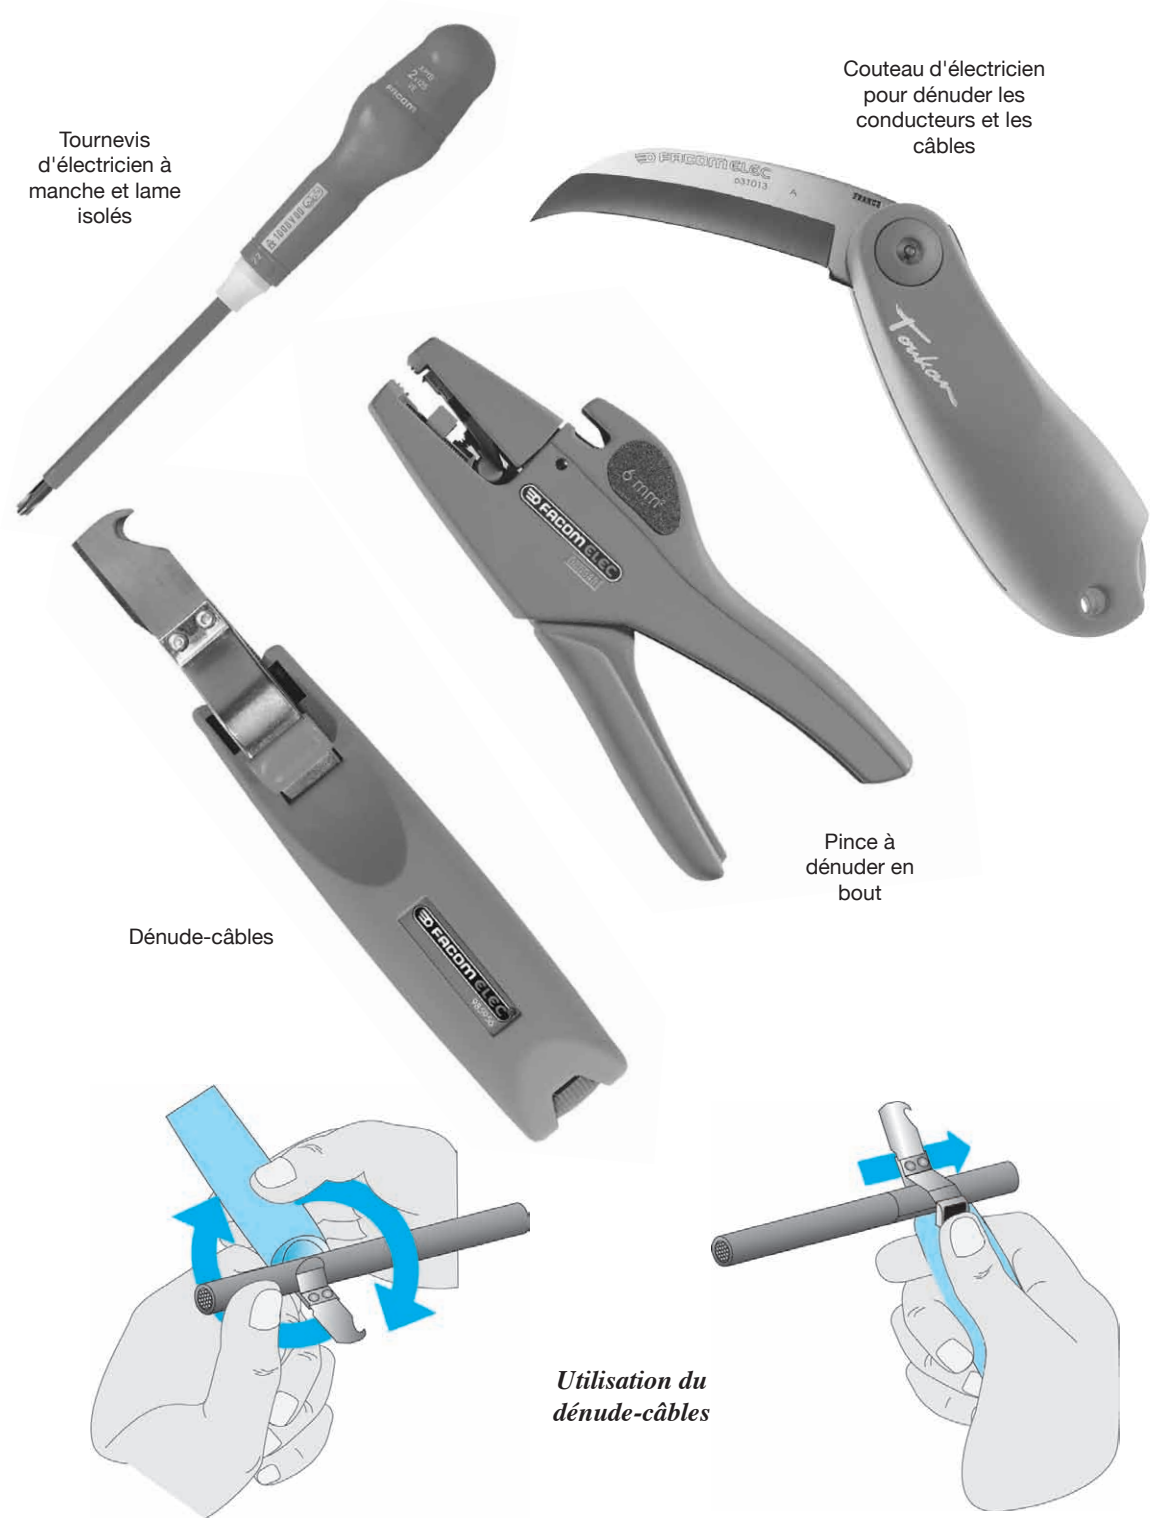

Figure 184 : Les outils spécifiques de l'électricien
- un jeu de tournevis plats en bon état et de tailles diverses, impérativement à manche isolé (figure 184) ;